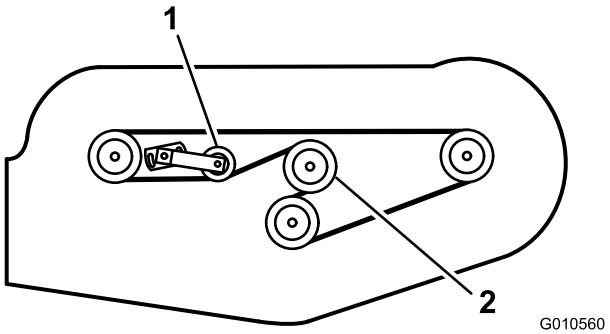

Figur 29
5. Montera en ny rem runt växellådans remskiva, spindelremsskivorna, den stationära mellanremsskivan och den justerbara mellanremsskivan (Figur 29).